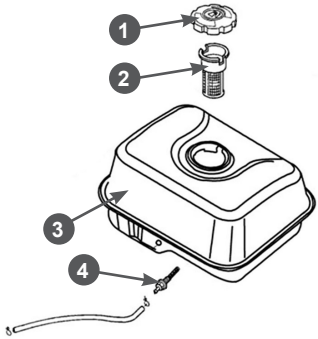
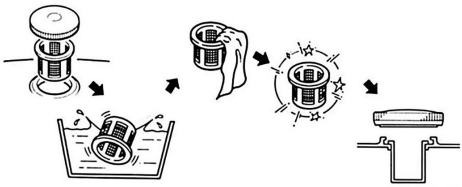

Рис. 27 Топливный бак и топливные фильтры
Рис. 28 Обслуживание сетчатого фильтра в горловине топливного бака
В топливном баке установлены два сетчатых топливных фильтра. Один фильтр устанавливается в заливной горловине топливного бака. Второй фильтр конструктивно объединен со штуцером топливного бака и установлен внутри бака (Рис. 27).
Топливный фильтр 2, установленный в горловине бака, проверяйте при каждой заправке бака топливом (Рис. 27). При необходимости вынимайте сетчатый фильтр из бака и производите его очистку (Рис. 28). Регулярно проверяйте целостность сетчатого фильтра, при обнаружении механических повреждений замените сетчатый фильтр.
Каждые 300 часов работы или один раз в год в зависимости от того, что наступит раньше, необходимо производить очистку топливного бака от грязи и конденсата. Перед этим рекомендуется полностью выработать топливо. Одновременно с очисткой топливного бака необходимо проверять и очищать фильтр 4, установленный внутри бака (Рис. 27). Поврежденный или сильно загрязненный фильтр необходимо заменить.
3. Выкрутите из топливного бака выходной штуцер 4 и произведите его очистку (Рис. 27). Внимательно осмотрите сетчатый фильтр. При обнаружении механических повреждений замените штуцер топливного бака.